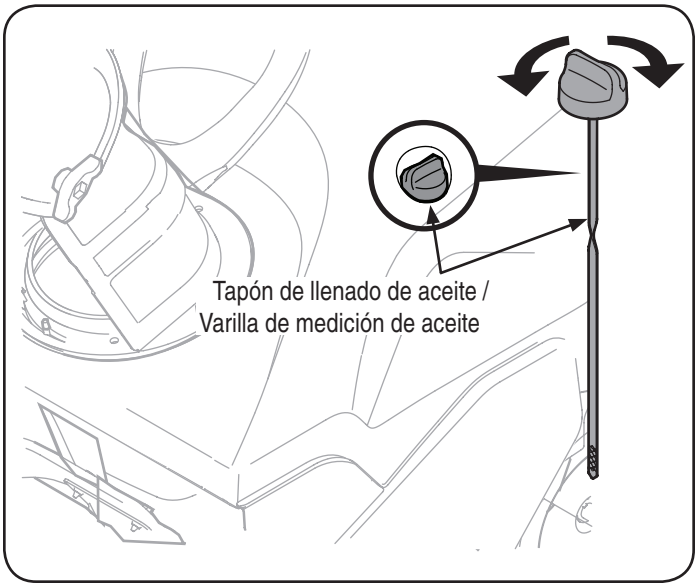

Figura 7
2. Retire el tapón de llenado/varilla de medición de aceite y limpie bien la varilla. Vea la Figura 7.